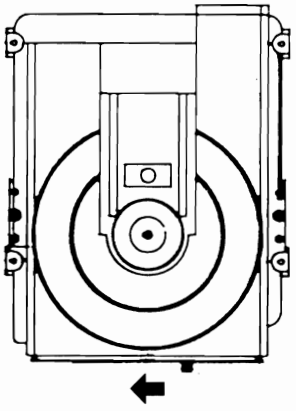

Fig. 4
2) Slide the bracket in the direction of the arrow (fig. 4)